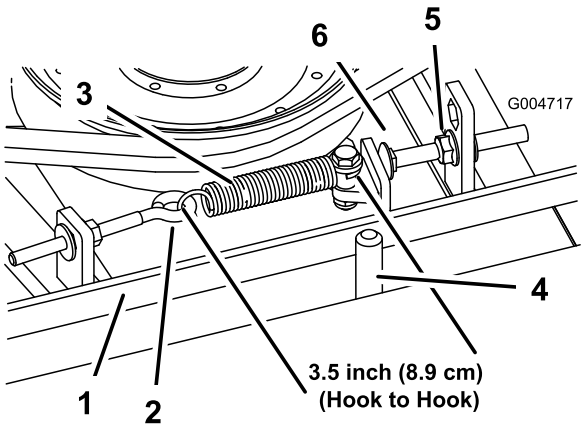

Figuur 66
tussen de kop van de bout en de arm van de spanpoelie ongeveer 0,32 cm +0,152/-0,000 cm is (Figuur 66).
Opmerking: Plaats de riem aan kant van de riemgeleider die naar de veer is gekeerd (Figuur 66).
2. Draai de oogbout los om de trekveer te kunnen verwijderen (Figuur 66).
3. Draai de flensmoer los waarmee de aanslagbout is bevestigd aan het bevestigingslipje. Draai de moer zo ver los dat de arm van de spanpoelie langs de aanslagbout kan (Figuur 66). Beweeg de spanpoelie van de riem af om de riemspanning te verminderen.
8. Bevestig de trekveer (Figuur 66) weer aan de oogbout en span de riem als volgt: